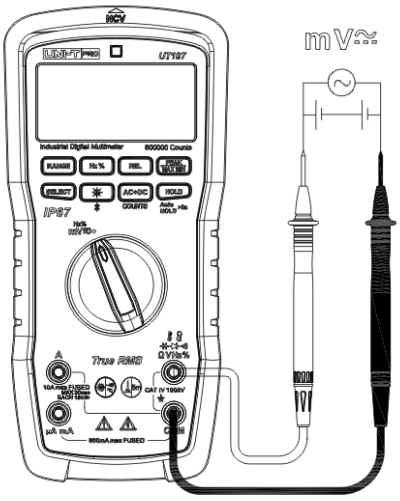

Figura 8
4. Medición de mV de AC（Figura 8）
5. Medición de mV de DC（Figura 8）